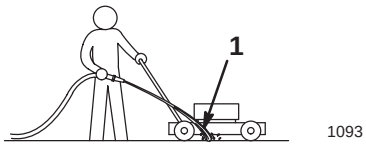

Figure 15
4. Hold the running water hose at handle level and direct the water flow on the ground just in front of the **rear right** wheel (Fig. 15).